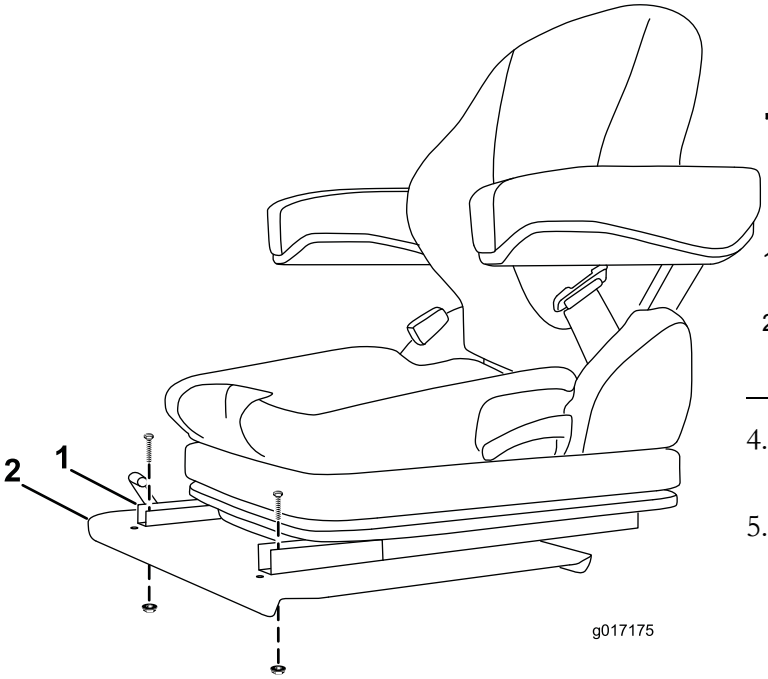

Figuur 9
2. Bevestig de voorkant van elke stoelschuif met een bout en een flensmoer aan de stoelplaat (Figuur 9).